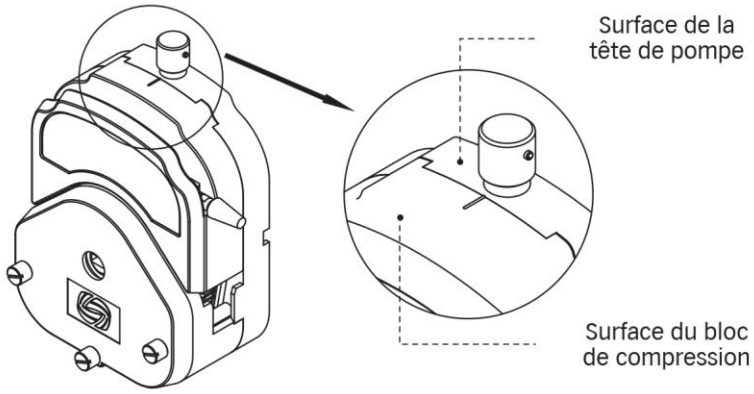

Figure 6 Position des surfaces du boîtier et du bloc de compression après le réglage fin du YZ35
4. Après le réglage fin, les surfaces du bloc de compression et du boîtier doivent être approximativement au même niveau ; voir Figure 6. Pour prolonger la durée de vie du tube, la surface du bloc peut être légèrement plus haute que celle du boîtier.